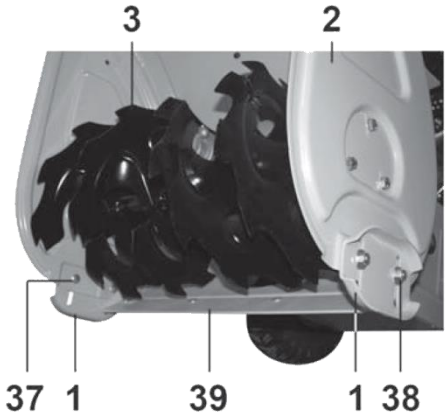

Рис. 14
7.1. Регулировка положения башмаков (Рис. 14).